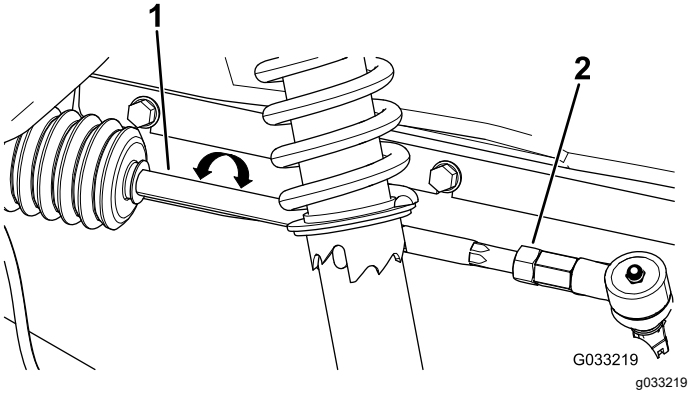

Rysunek 44
3. Jeżeli wynik pomiaru nie mieści się w zakresie od 0 do 6 mm, poluzuj nakrętki zabezpieczające na zewnętrznym końcu drążków kierowniczych (Rysunek 44).